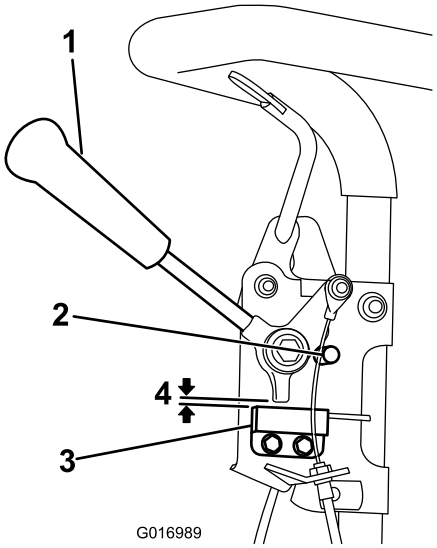

Rysunek 29
1. Upewnij się, że silnik jest wyłączony, a dźwignia jazdy odłączona i ustawiona w położeniu zatrzymania neutralnego (Rysunek 29).
2. Poluzuj elementy mocujące wyłącznika blokady (Rysunek 29).
3. Umieść podkładkę o grubości 0,8 mm między dźwignią jazdy a włącznikiem blokady (Rysunek 29).